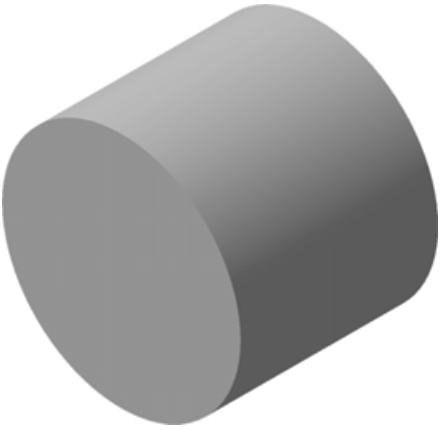

Рис. 8.131
- Система выполнит построение основания детали **Заготовка формы**, которая включает деталь **Ступица** (рис. 8.131).